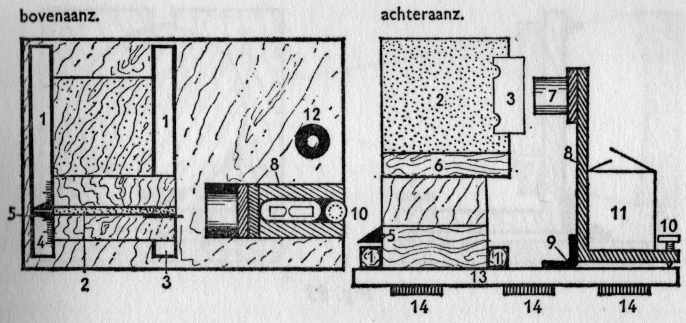

Fig. 62
Het test-apparaat (zie fig. 62). Hiervan zijn een bovenaanzicht en een achteraanzicht getekend. De maten doen weinig ter zake. Het is slechts belangrijk, dat het lampje (7) meer dan 12 cm boven de grondplank komt, anders komt bij het waarnemen de kin op de grondplank.